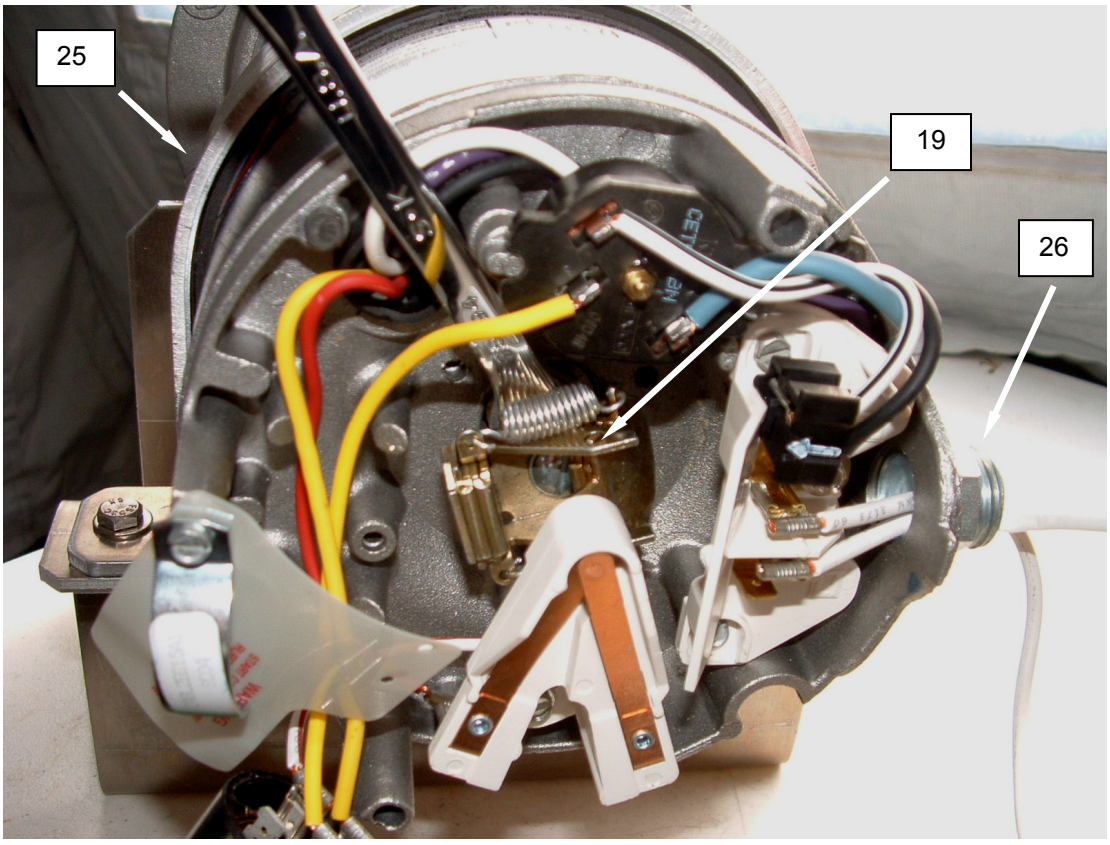

Figure 13. Replace the Pump Motor.
10. Tag and disconnect wiring from pump motor **(Figure 13, Item 25)**, and remove conduit elbow **(Figure 13, Item 26)**.
11. Install conduit elbow **(Figure 13, Item 26)** onto replacement pump motor **(Figure 13, Item 25)**, and connect wiring to motor as tagged.
12. Place a wrench on the flats of the shaft **(Figure 13, Item 19)** of inoperative motor.